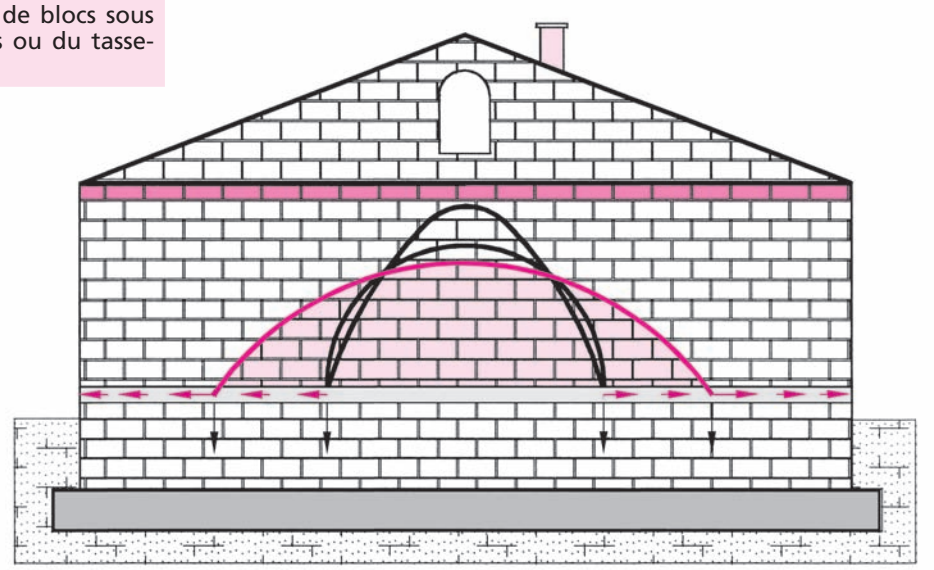

Fig. 18 : Mur de façade d'un pavillon sur vide sanitaire
Considérons un mur de façade et un chaînage situé au niveau du plancher haut du vide sanitaire (fig. 18).
- **Le tracé des arcs** peut affecter des formes multiples (plein cintre, arc surbaissé, etc.), mais la conséquence directe est la mise en traction des aciers des chaînages (fig. 18 et 19).